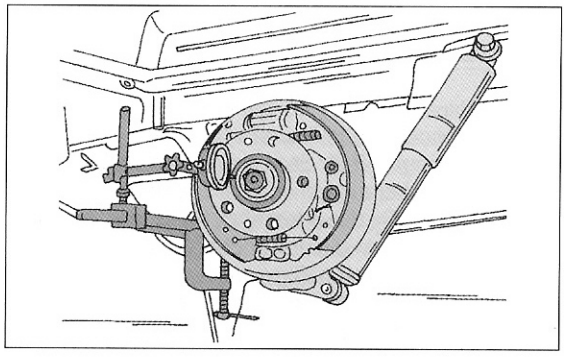

Bild 254
- Eine Messuhr in der in Bild 254 gezeigten Weise anbringen und den Messstift auf die Außenkante der Radnabe aufsetzen. Die Messuhr auf „Null" stellen und die Nabe hin- und herbewegen. Die Anzeige ist das Axialspiel des Radlagers.